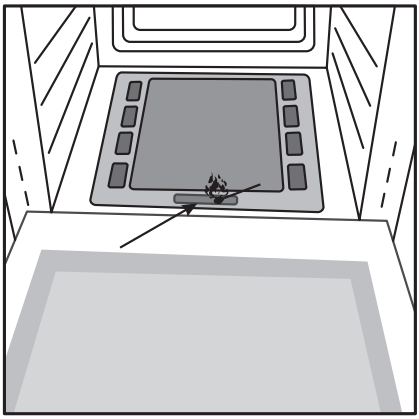

Рис. 15
— удерживая ручку (3) нажатой поднесите горящую спичку к отверстию горелки духовки (см. рис. 15);